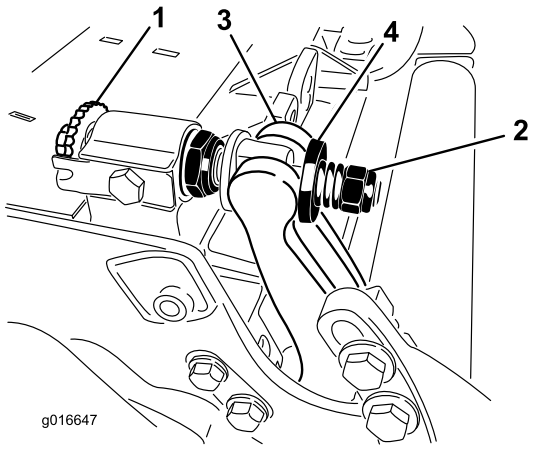

Figur 28
1. Skru justeringsskruene til motstangen mot klokken, til motstålet bakside, vekk fra spolen (Figur 28).
2. Skru ut fjærspenningsmutteren til skiven ikke lenger er strammet mot motstangen (Figur 28).